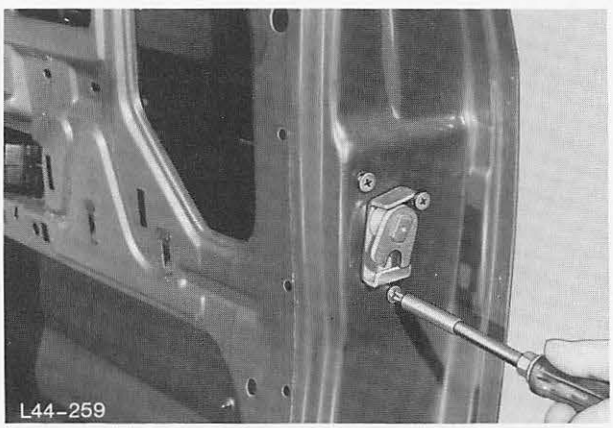

Abb. 130 Türschloß abbauen
12. Türschloß abbauen (3 Schrauben), Abb. 130, Gestänge – Fernbetätigung vom Türschloß aushängen und Türschloß sowie Fernbetätigung einzeln herausnehmen.